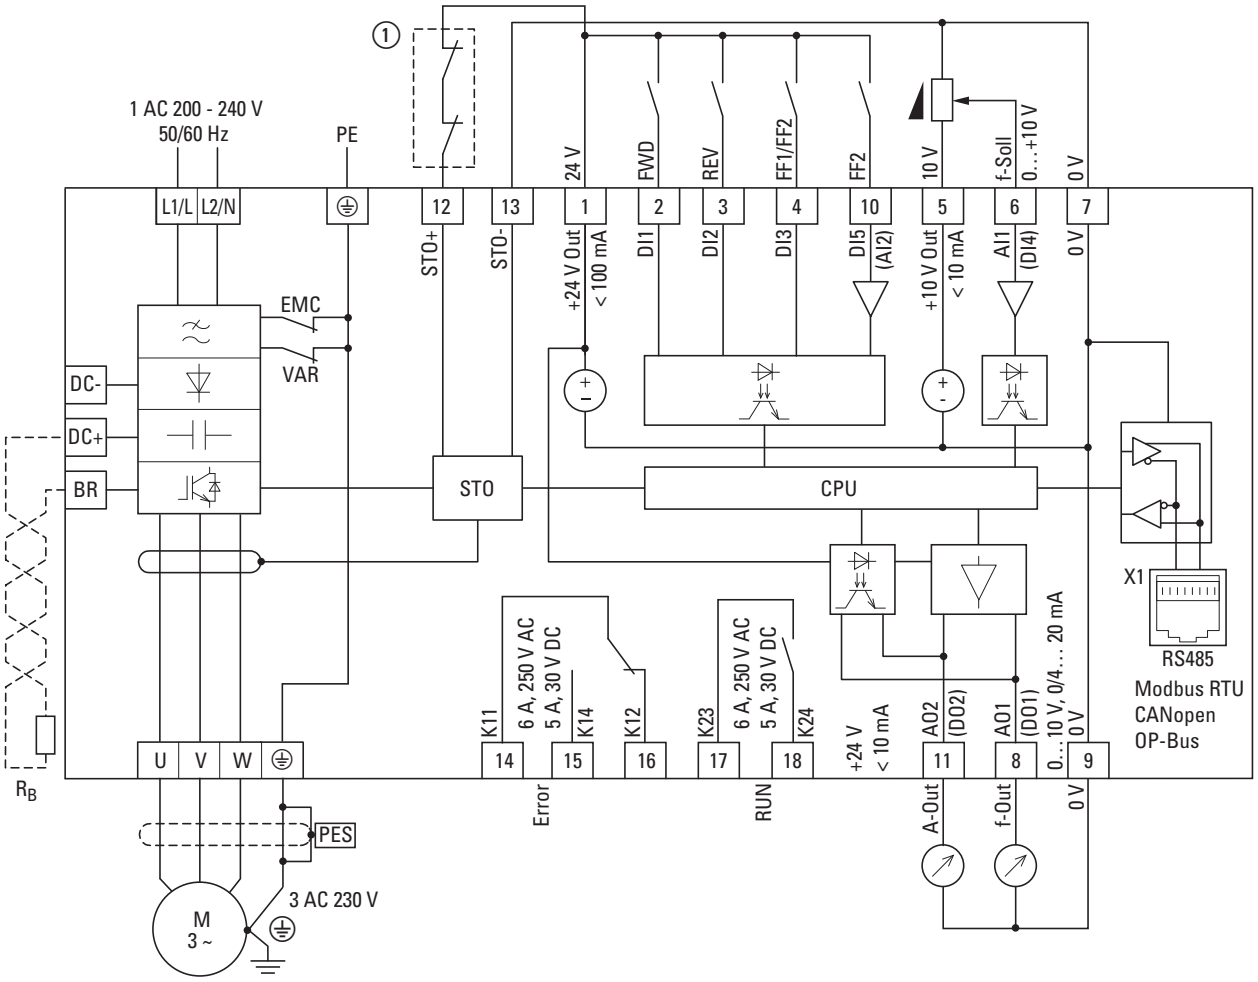

Figure 84:Block diagram DA1-12…
① Direct enable signal for STO function or relay: Safe Torque Off (STO), SIL 2 (EN 61800-5-2) as in → Figure 84, page 115.